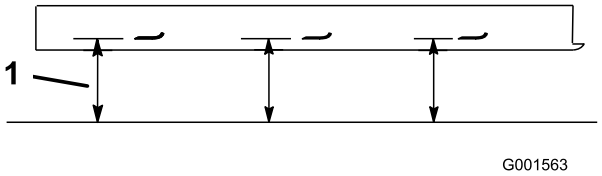

Figur 55
2. Mål fra en plan overflade til skærekanten, position A på skæreknivene (Figur 55). Noter dette mål.